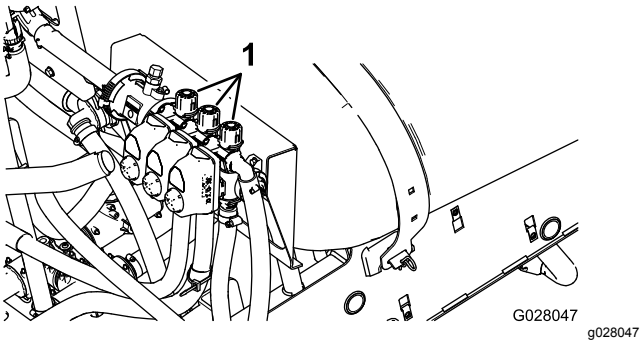

Figur 84
10. Slå av venstre bom og juster bomomløpsventilen (Figur 84) helt til trykkmålingen er ved det forrige justerte nivået (vanligvis 2,76 bar).
12. Juster høyre bomomløpsventil (Figur 84) helt til trykkmålingen er ved det forrige justerte nivået (vanligvis 2,76 bar).
14. Juster midtre bomomløpsventil (Figur 84) helt til trykkmålingen er ved det forrige justerte nivået (vanligvis 2,76 bar).